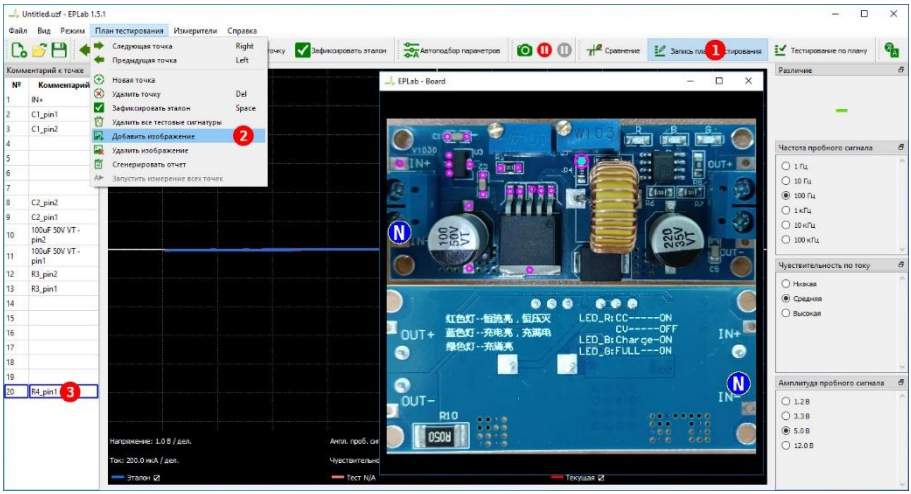

Рисунок 2.10 – Добавление изображения платы и точек тестирования.
Перейдите в режим **Запись плана тестирования** (рис. 2.10, ❶). Добавьте подготовленное изображение платы в меню **План тестирования ► Добавить изображение** (❷).